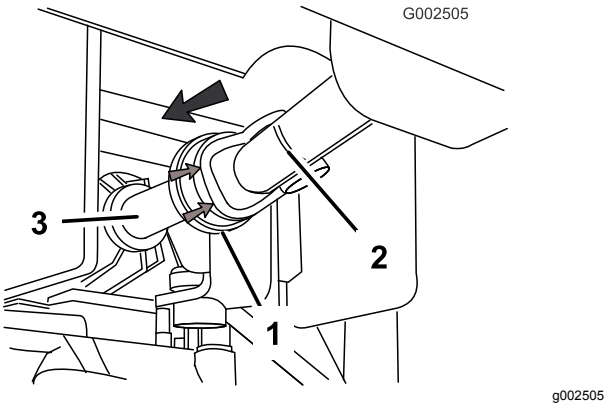

Figuur 14
- Trek de rubberen kap van de voorkant van de aandrijfas van de aftakas naar achteren (Figuur 14).
- Monteer de aandrijfas op de uitgangsas van de aftakas (Figuur 14).